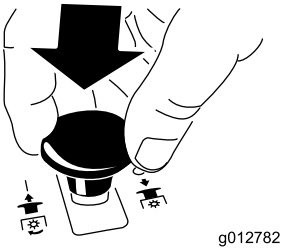

**Figuur 11**
- Zet de aftakasschakelaar omlaag naar de stand Uit (Figuur 11).